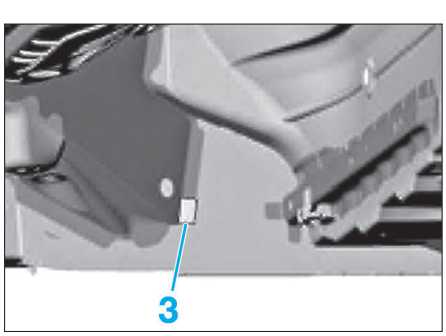
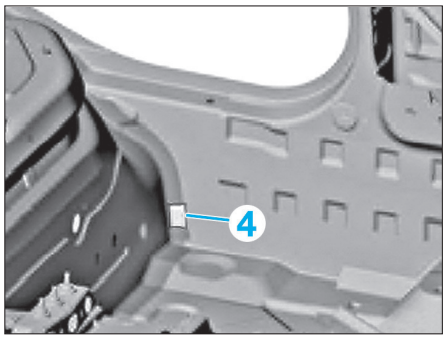

FIG. 29
FIG. 30
• Dépointer sur deux épaisseurs de tôle en (3), (4) **(Fig.29)** et **(Fig.30)**.